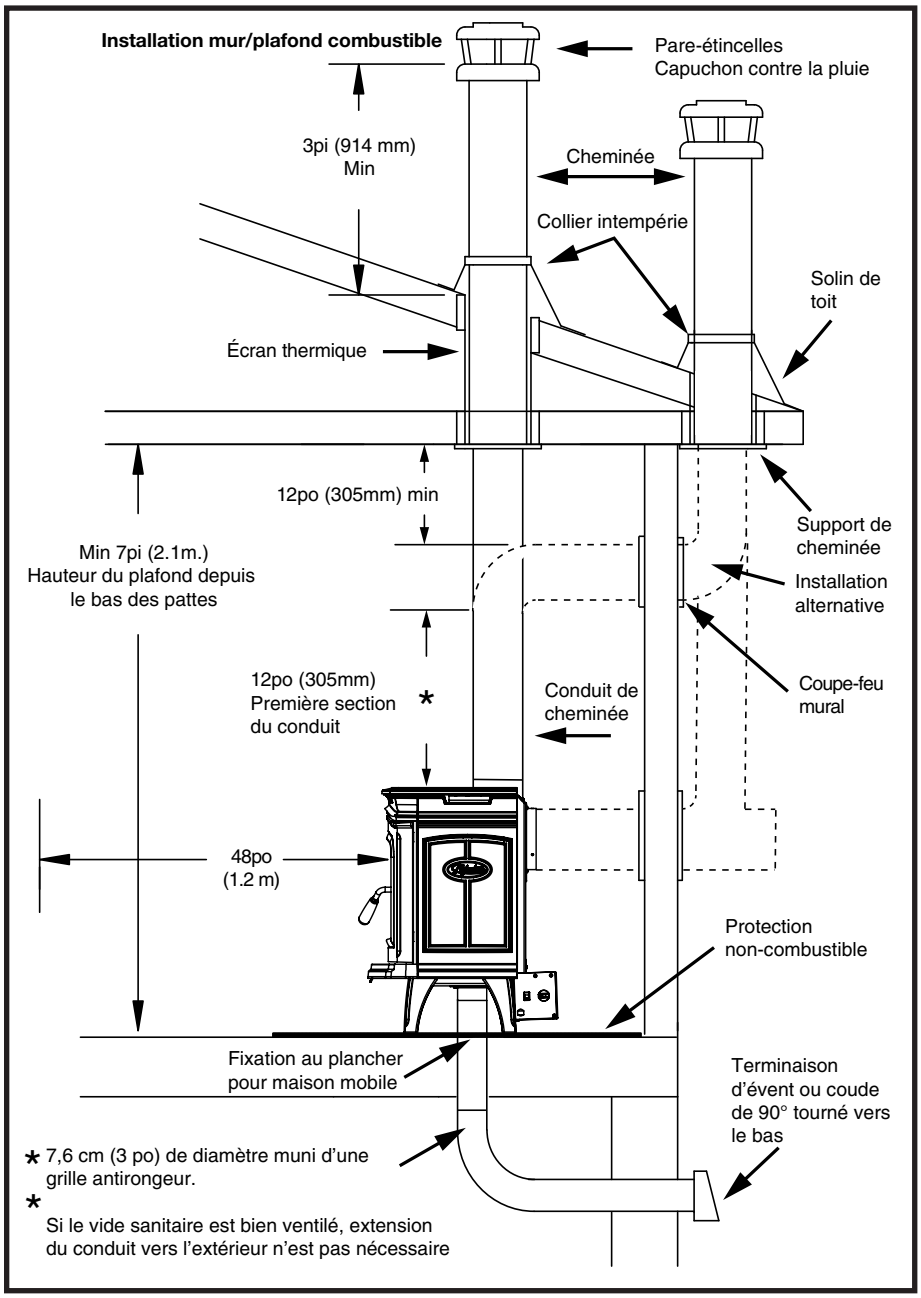
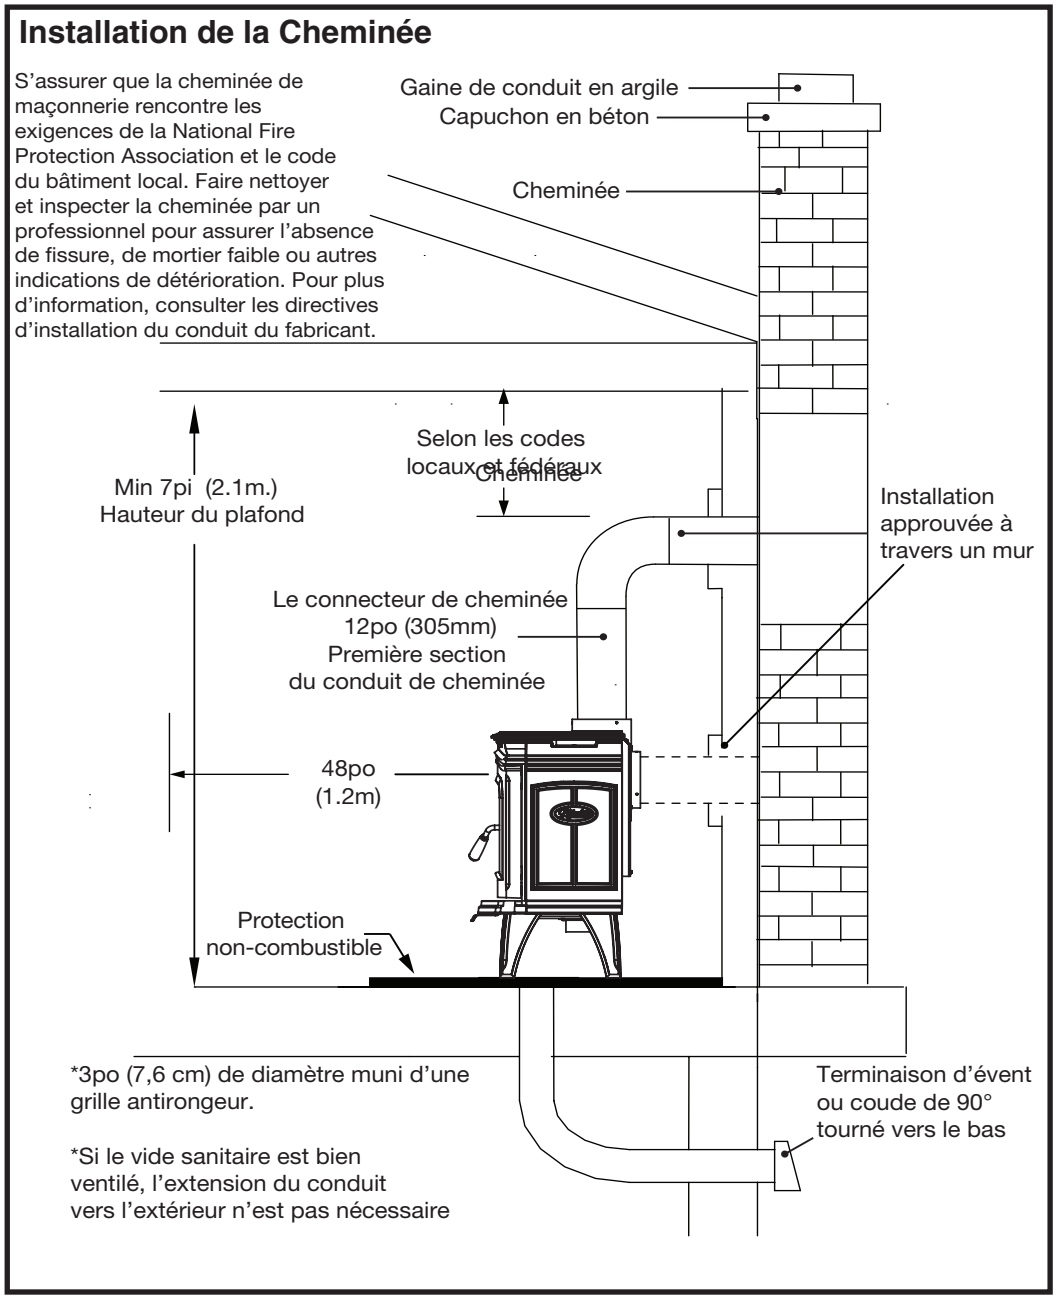

Figure 11: Installation sur mur combustible du Alt 1.2.
Figure 12: Ventilation avec une cheminée de maçonnerie du Alt 1.2.
1. Placer le poêle et la protection du plancher en fonction du trou d'entrée d'air de combustion en s'assurant que les dégagements sont conformes à l'étiquette signalétique et tels qu'indiqués à la figure 11.
L'air doit provenir d'un vide sanitaire bien aéré ou directement de l'extérieur en utilisant une section de conduit supplémen taire (Figure 11 et Figure 12). Dans une installation résidentielle (habitation conventionnelle), l'appareil doit être fixé à la structure de la maison pour éviter tout mouvement du conduit d'air extérieur.